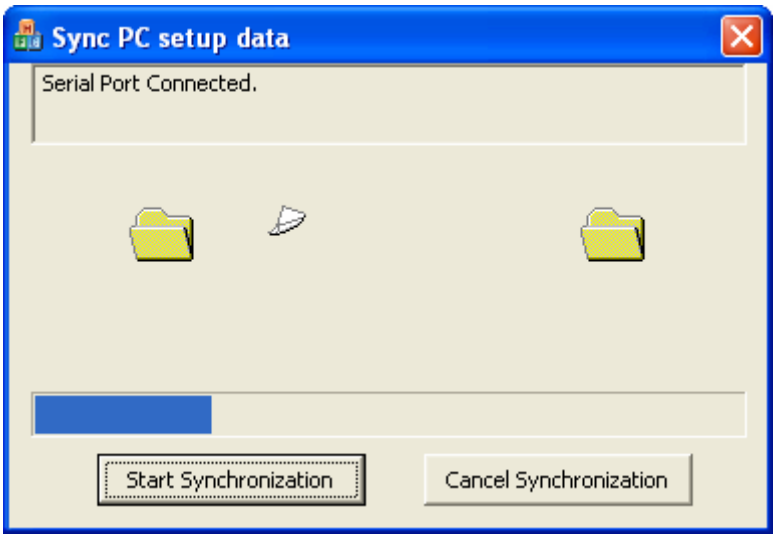

Figure 14 : Synchronizing XLComm data
3. **Sync Device Data** dialog appears (Figure 14). Click **Start Synchronization**. The progress bar shows the status of data synchronization.